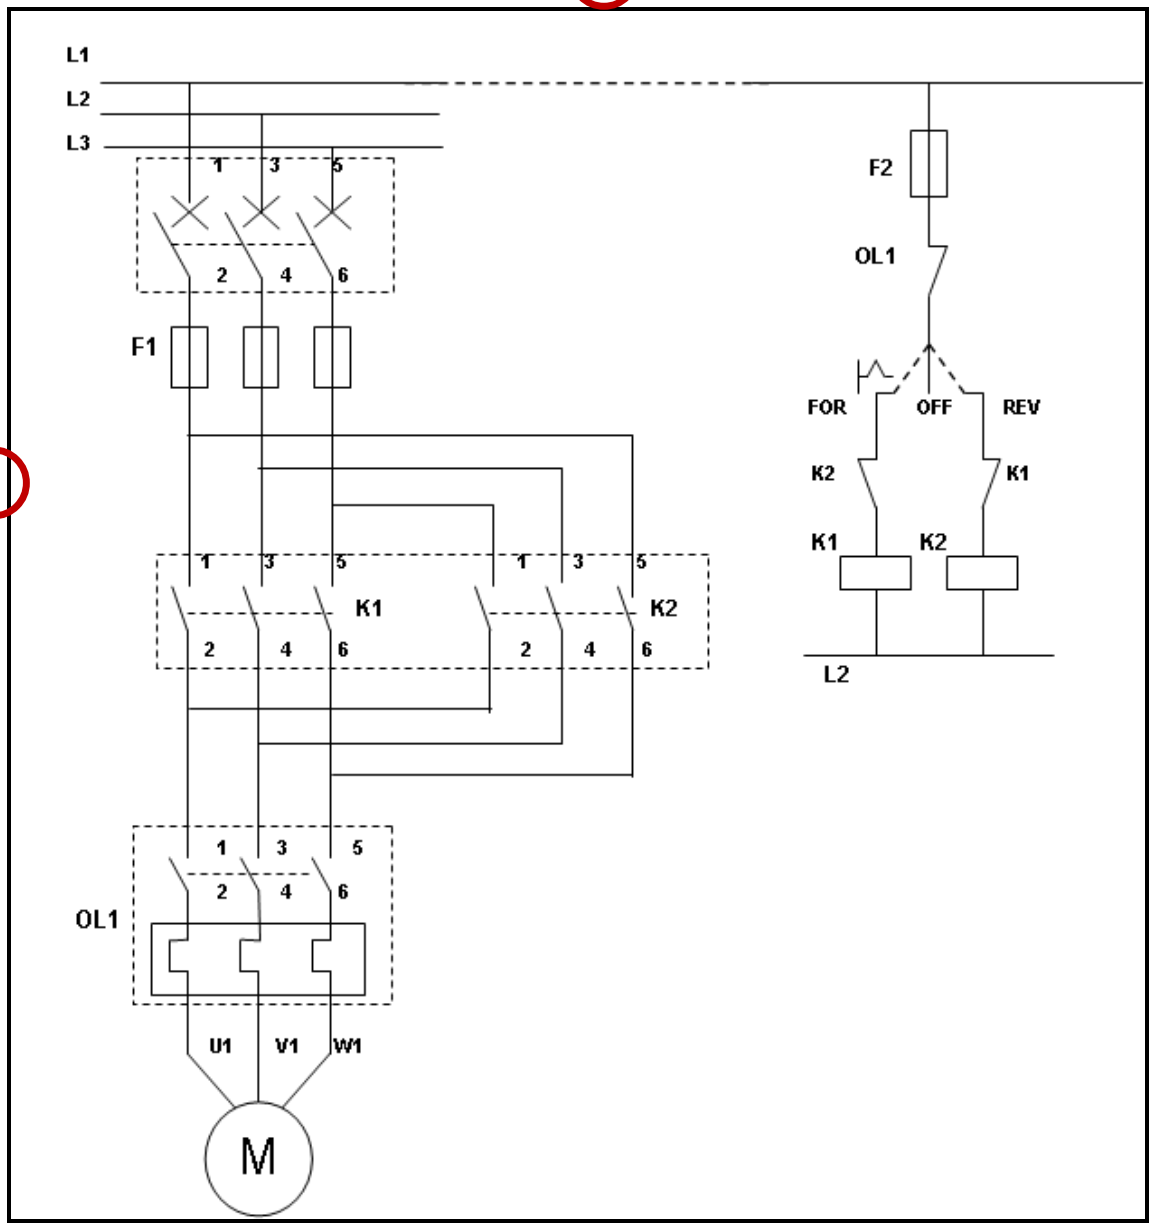

FIGURE 4
4.2 Refer to the circuit diagram in FIGURE 4 below and convert the control circuit into a PLC ladder program.